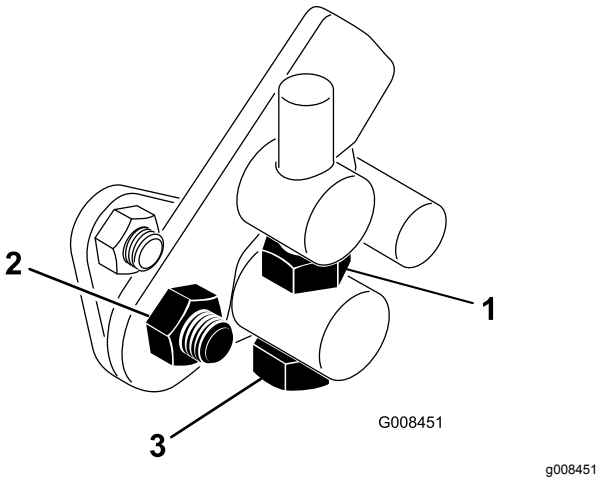

**Figur 43**
1. Lossa kontramuttern på justeringsbulten (Figur 43).
4. Dra åt kontramuttern på justeringsbulten och muttern på pedaltappen för att låsa justeringen (Figur 43). Kontrollera justeringen och ändra vid behov.